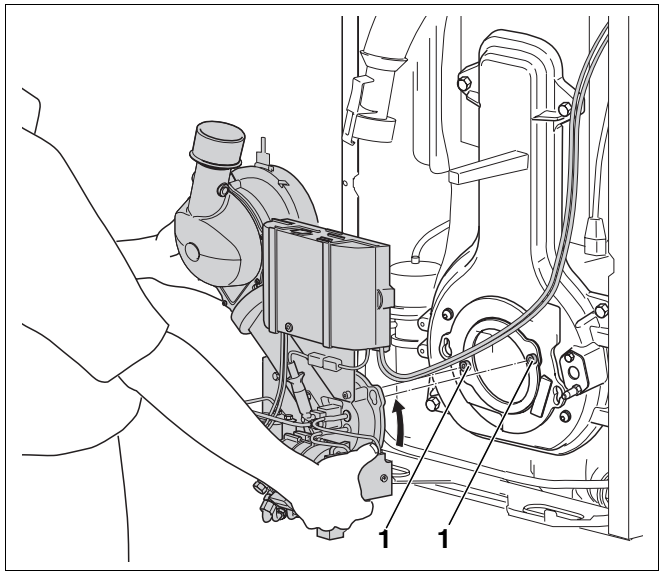

Abb. 57 Brenner herausnehmen
- Die beiden Schrauben der Bajonettbefestigung (Abb. 57, **Pos. 1**) am Brenner lösen und Brenner herausnehmen.